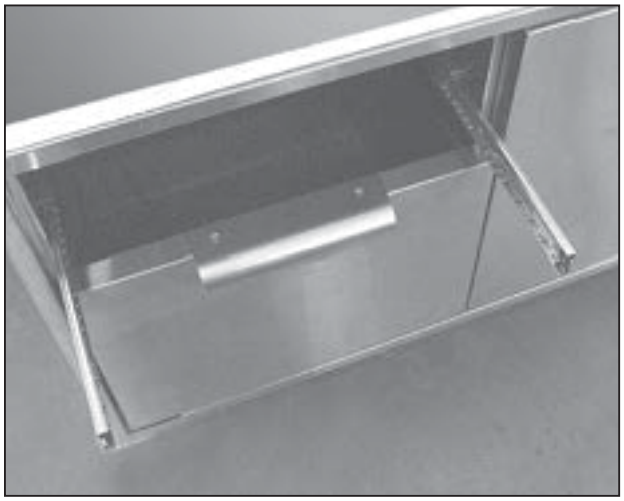

Fig. 10
1. Réinstallez les tiroirs en étirant leurs guides tel qu'indiqué à la Fig. 10.